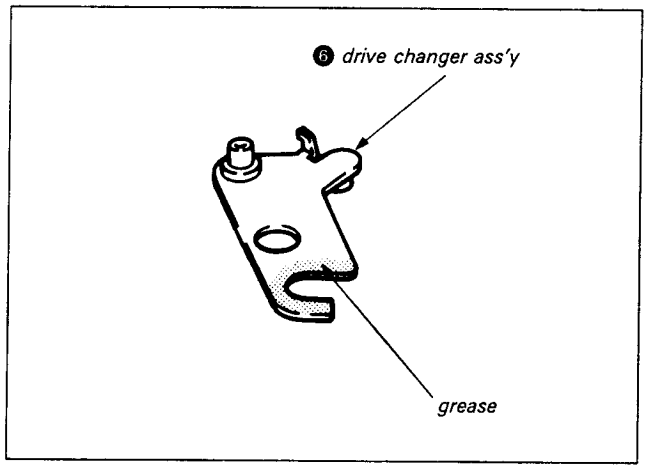
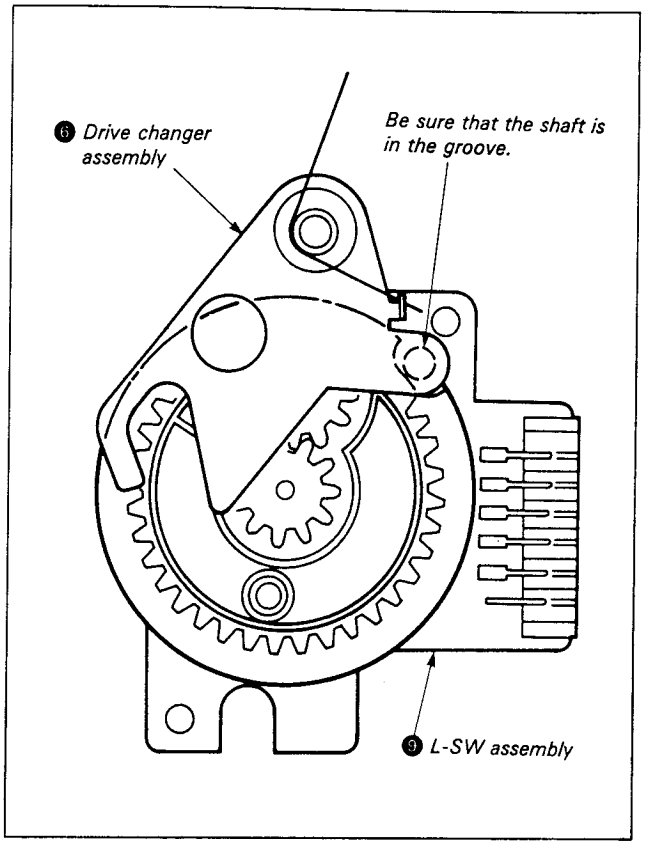

*Fig. 7-34.*
*Fig. 7-35.*
1) Place a half drop of oil on the L-SW assembly ❾ spindle (planetary gear).
2) Mount L-SW assembly ❾ and tighten with the two screws ❽.
3) Connect connector ❼.
4) Operate the mode selector and check that the L-SW assembly ❾ rotates.
5) Place a half drop of oil on spindle ❿.
6) Grease the drive change assembly ❻ as shown in Fig. 7-34.
7) Mount the drive changer assembly ❻.
8) Mount the torsion spring ❺ and the stopper washer ❹.
9) Operate the mode selector and check that the L-SW assembly ❾ rotates.
10) Mount lock slider A ❸ and tighten screw ❷.
11) Mount lock slider retainer ❶.
12) Operate the mode selector and set to the position in Fig. 7-35.